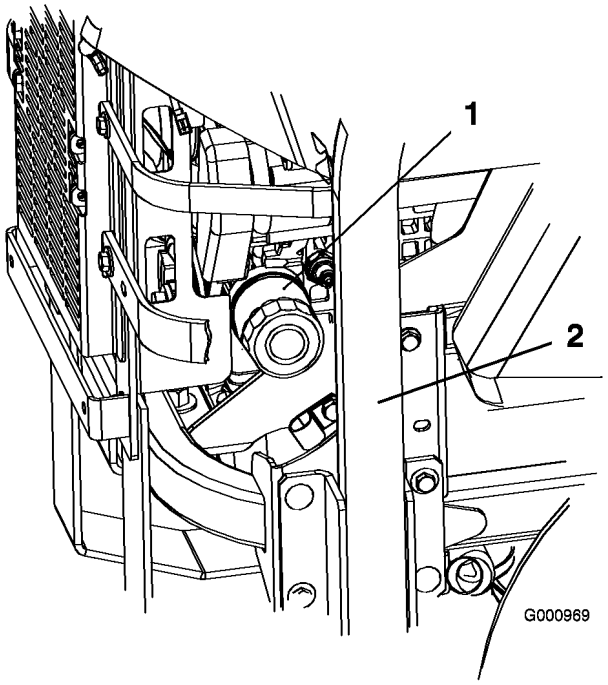
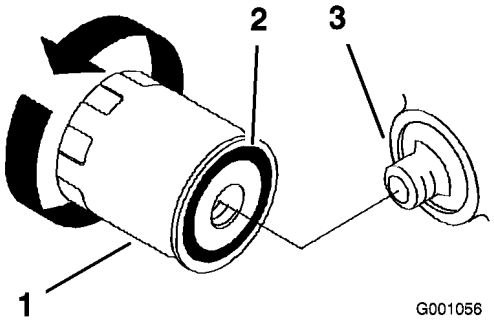

Figur 42
Figur 43
2. Drei filteret mot klokken for å fjerne det (Figur 42 og Figur 43).